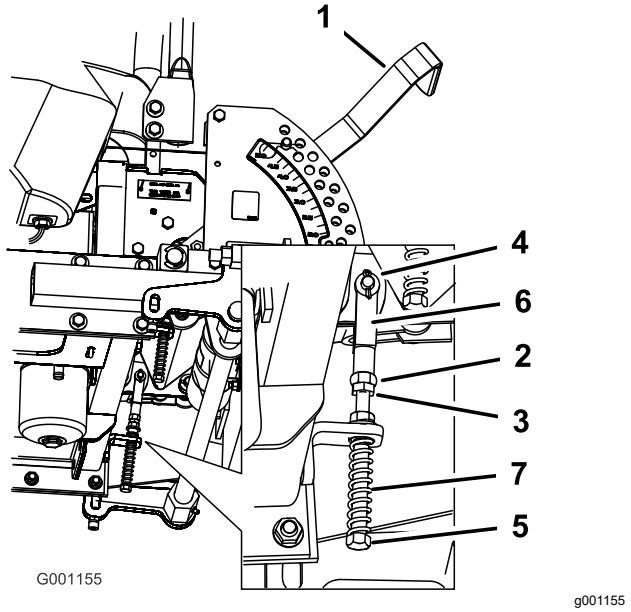

Rysunek 93
8. Jeśli konieczna jest regulacja, odkręć nakrętkę i przeciwnakrętkę jarzma (Rysunek 93).
9. Lekko naciskając dźwignię sterowania jazdą do tyłu, obracaj śrubę regulacyjną w odpowiednim kierunku, aż dźwignia sterująca będzie wyśrodkowana w położeniu NEUTRALNYM ZABLOKOWANYM (Rysunek 93).
10. Dokręć nakrętkę i przeciwnakrętkę (Rysunek 93).